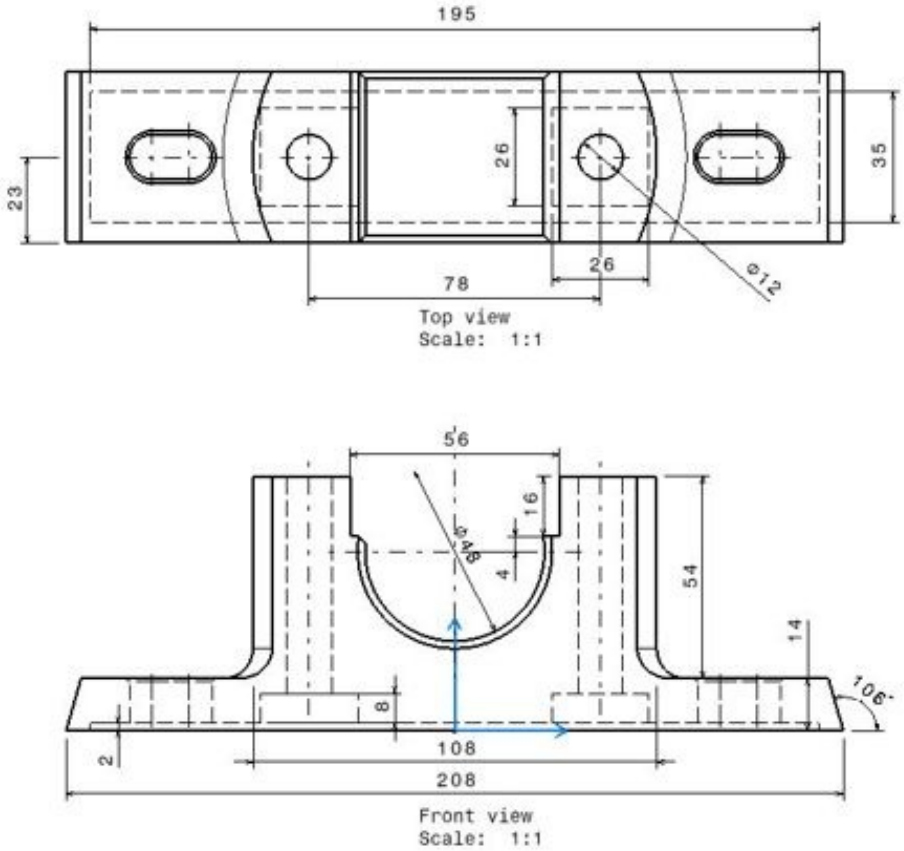

Figure 14-36 *Drawing sheet after arranging dimensions*
i. Arrange the dimensions and delete the unwanted ones, refer to Figure 14-36.
10. Select the dimensions one by one and drag them to the desired location, refer to Figure 14-36.